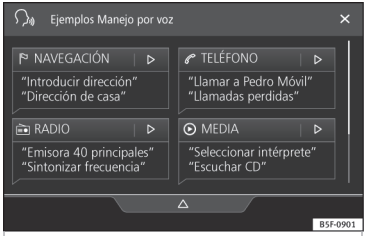

Fig. 134 Operación por voz:pantalla principal
- Ao activar a operación por voz soará un ton de inicio de diálogo e amosarase a pantalla principal de control por voz, ››› **fig. 134**, (a pantalla principal aparecerá no formato seleccionado en Ajustes da operación por voz ››› **páx. 167**). As indicacións faladas guíanlle a través do seguinte "diálogo".
△ / ▽ Ocultar ou amosar o menú control por voz ››› **fig. 134**.
Ao activar o control por voz o sistema lévao á pantalla principal ››› **fig. 134** na que aparecerán os contextos nos que funciona o sistema e as ordes principais.